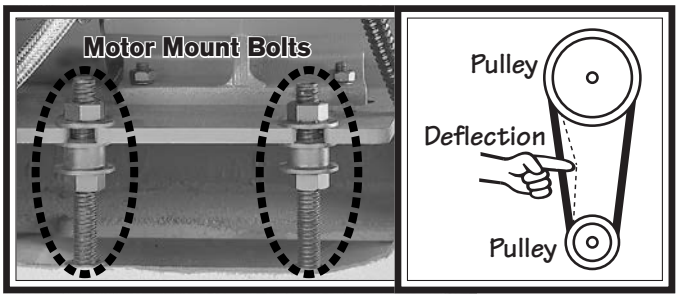

Figure 121. V-belt adjustment.
3. Adjust the hex nuts on the motor mount bolts shown in **Figure 121** to move the motor mount plate up or down and adjust the V-belt tension. When correctly tensioned, each belt should have about ¾" deflection when pressed firmly (see **Figure 121**).